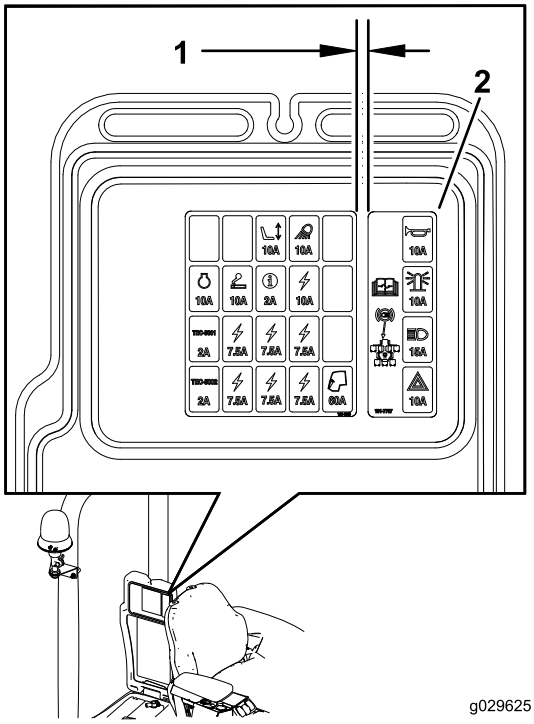

Figure 42
2. Install the fuse-box decal to the storage-box cover (Figure 42).